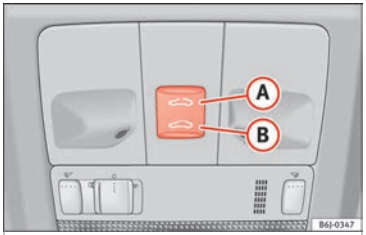

Fig. 8 On the interior roof lining: Panoramic sunroof controls
- Opening: Press the ›› **Fig. 8** (A) button once only. If you keep it pressed down, it will open to the desired position.
- Closing: Press the ›› **Fig. 8** (B) button once only. If you keep it pressed down, it will close to the desired position.